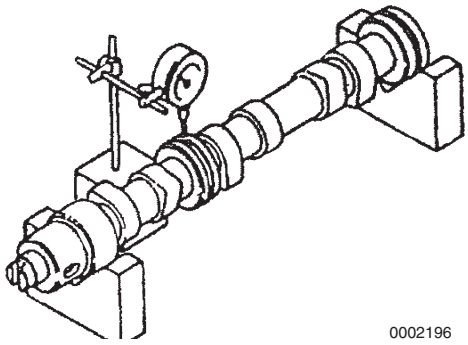

Figure 6-77
1. Use V-blocks and a dial indicator to check camshaft bend **(Figure 6-77)**. Place the indicator on the center bearing journal.